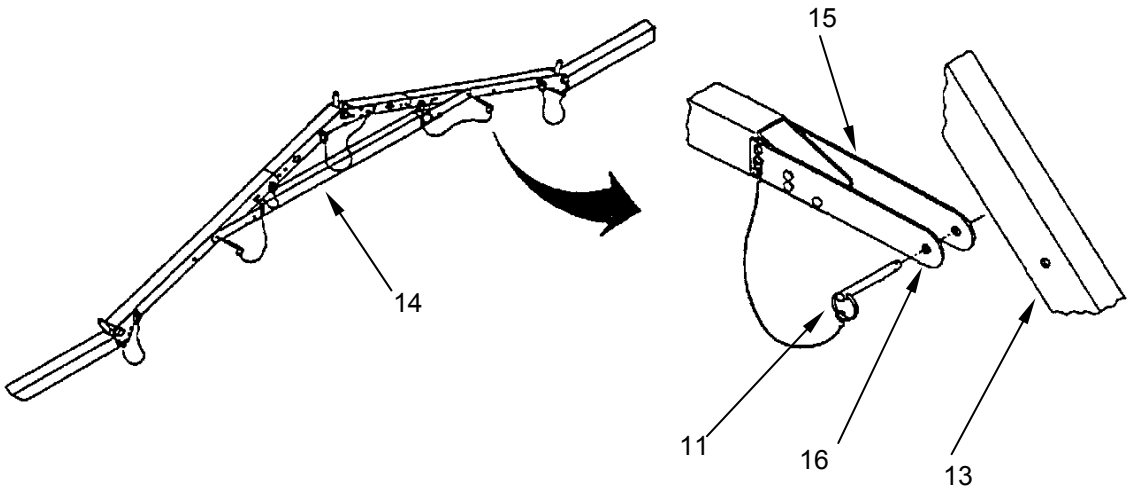

Figure 5. Header Assembly.
1. Identify the header assembly **(Figure 5, Item 14)**.
2. Slide the header assembly end plates **(Figure 5, Item 15)** over arch assembly **(Figure 5, Item 13)**.
3. Align arch assembly **(Figure 5, Item 13)** and header assembly end plate holes **(Figure 5, Item 16)** and insert quick release pin **(Figure 5, Item 11)**.